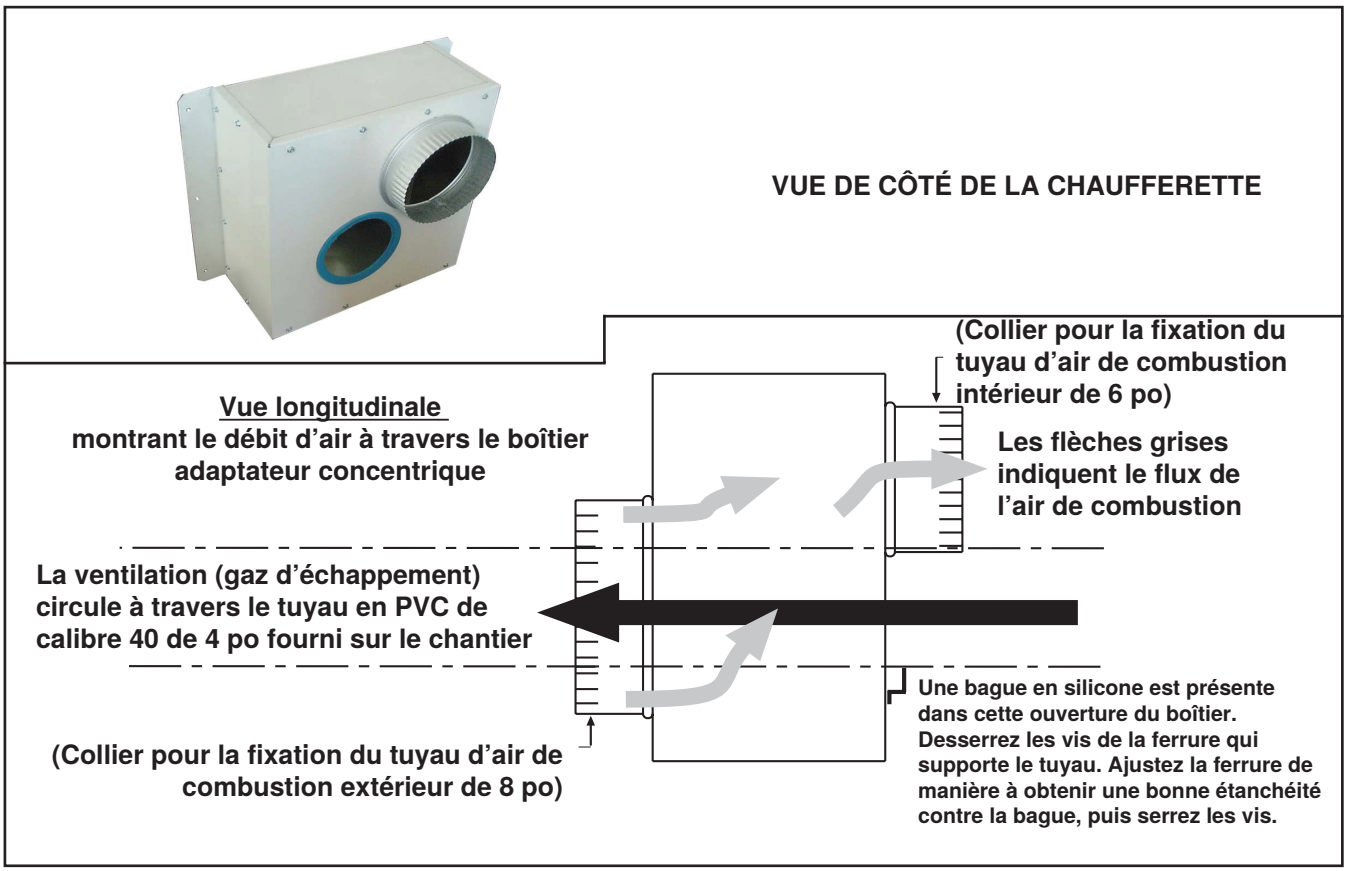
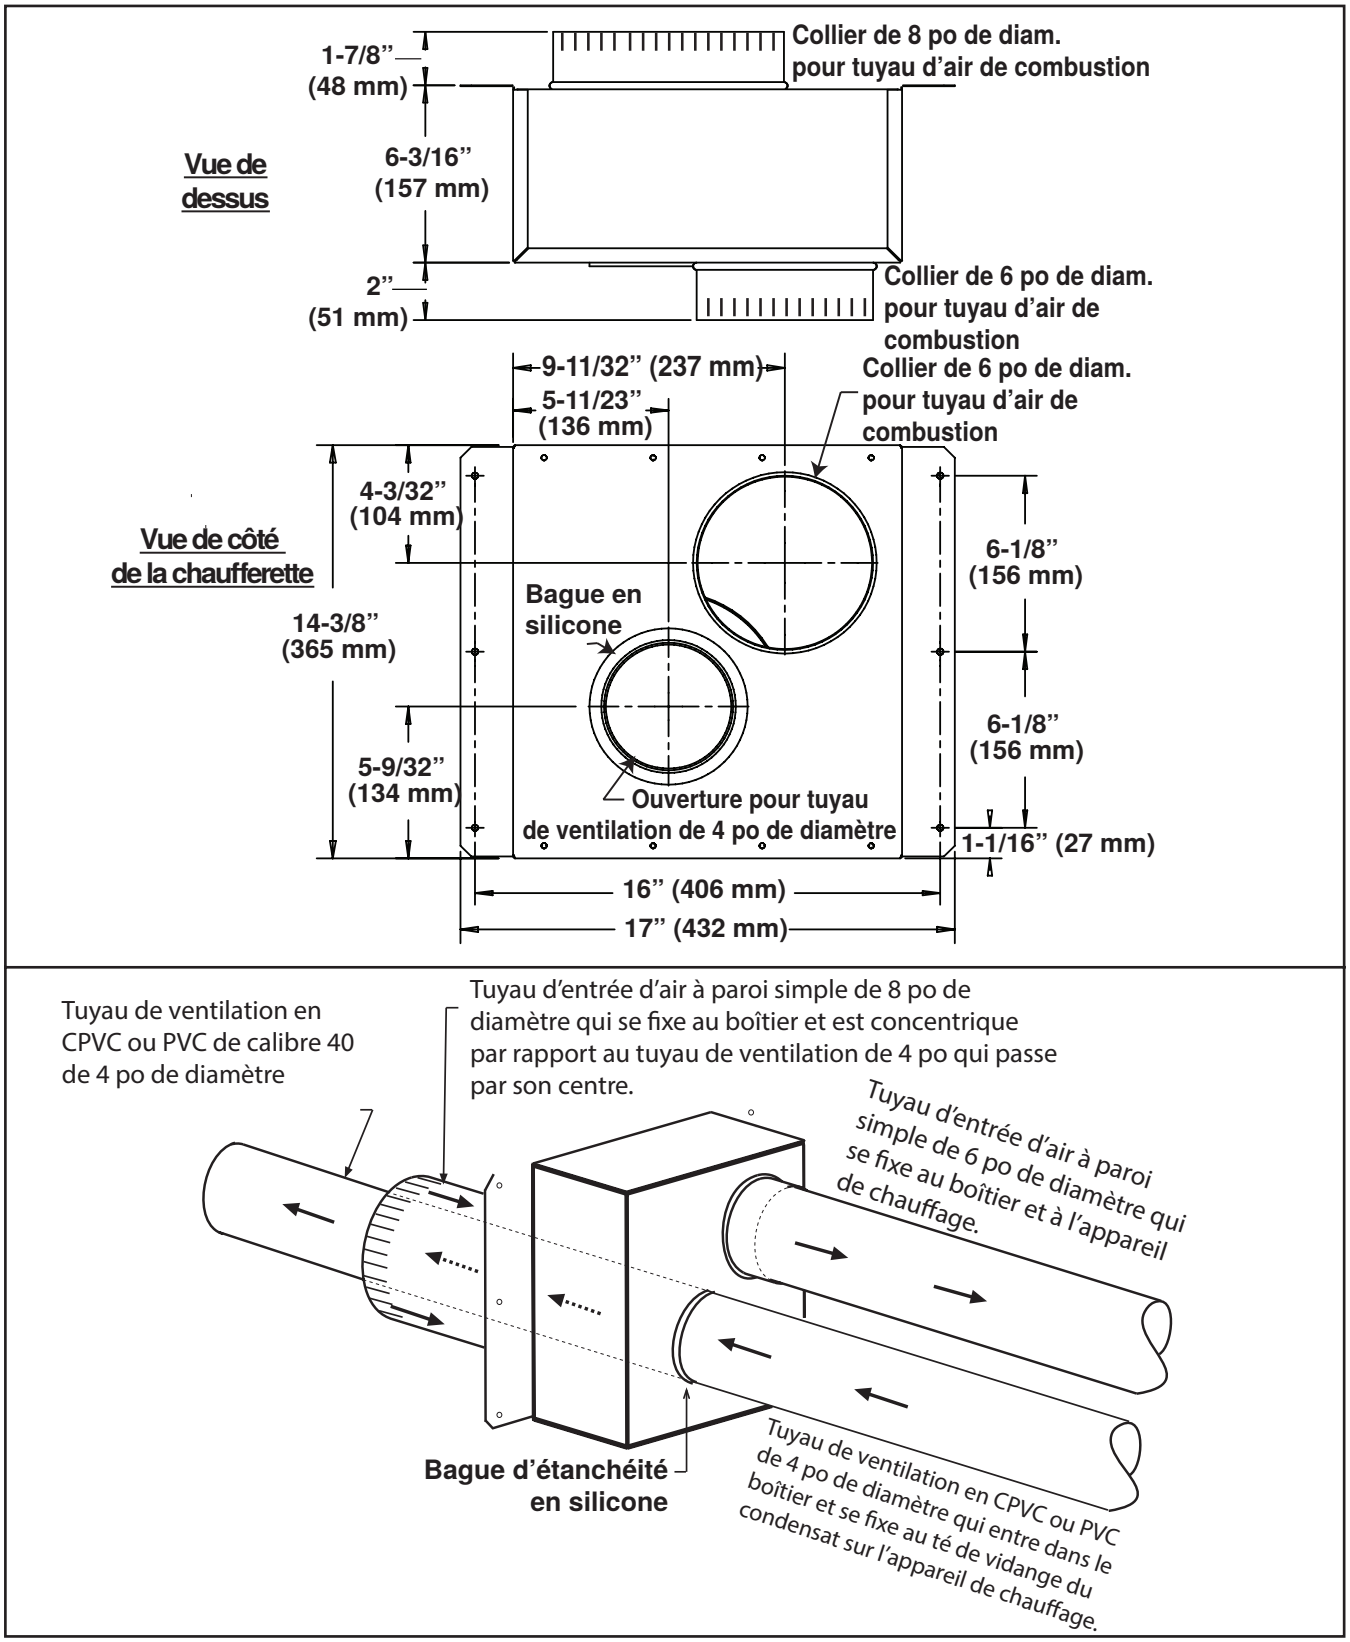

**Figure 10. Boîte d'adaptation concentrique**
**Figure 11. Dimensions et connexions du boîtier adaptateur concentrique**
- Le boîtier d'adaptation concentrique est illustré à la **Figure 10**. Les dimensions et les connexions sont illustrées à la **Figure 11**.
| 221069 | Boîtier adaptateur concentrique avec bague d'étanchéité en silicone (voir **Figure 10** et **Figure 11**) | 1 |